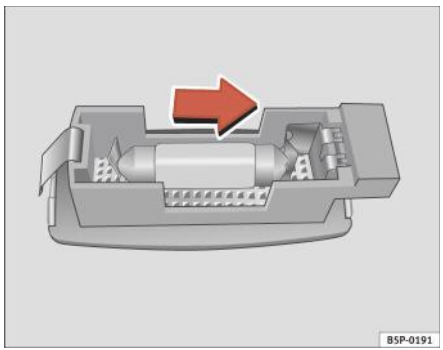

Fig. 179 Demontarea lămpii de pavilion
– Demontați cu grijă lampa utilizând muchia unei şurubelnițe, conform indicațiilor din figura ⇒ fig. 179.
– Demontați lampa, deplasând-o în sensul indicat de săgeată şi în exterior ⇒ fig. 179.